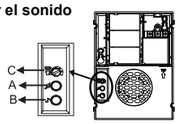

Ilustración 5
b. Programe un segundo pulsador al mismo tiempo. La programación se completará en 2 minutos de haber programado el primer pulsador. Si han transcurrido más de 2 minutos, mantenga presionado el botón B (Ilustración 5) hasta que escuche un "pitido", luego presione el botón para emparejarlo con el timbre.
Reiniciar la Programación del Timbre, presione y mantenga presionados el botón A y B (Ilustración 5) hasta que el timbre suene. Sonarán todas las melodías disponibles del timbre indicando que se han borra dos los programas previos. Vuelva a Programe el Transmisor del Pulsador de Timbre y repita la sección.
Selección de Sonido: Vea Ilustración 5 para seleccionar el sonido